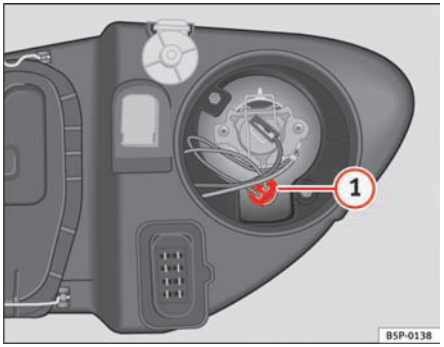

Fig. 162 Side lights
– Extract the lamp holder ⇒ fig. 162 (1) outwards.